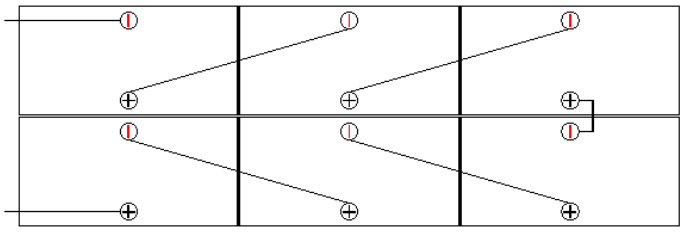

Figure 20 Common arrangement of modules
- The common arrangement of modules includes wiring in single vertical row, double vertical rows, single horizontal row, and double horizontal rows, as shown in Figure 20.